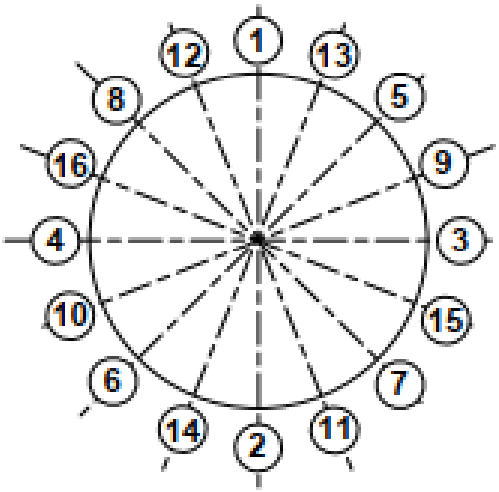

Рис.1. Очередность затяжки гаек на фланцах.
4.2 Произвести затяжку гаек расходомера с фланцами трубопровода согласно очередности на Рис.1: